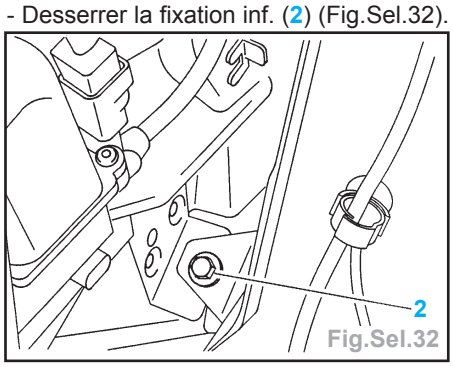

Fig.Sel.32
- Desserrer la fixation inf. (2) (Fig.Sel.32).
- Serrer d'1/2 tour la vis (2) (Fig.Sel.32).
- Desserrer la fixation (2) (Fig.Sel.32).